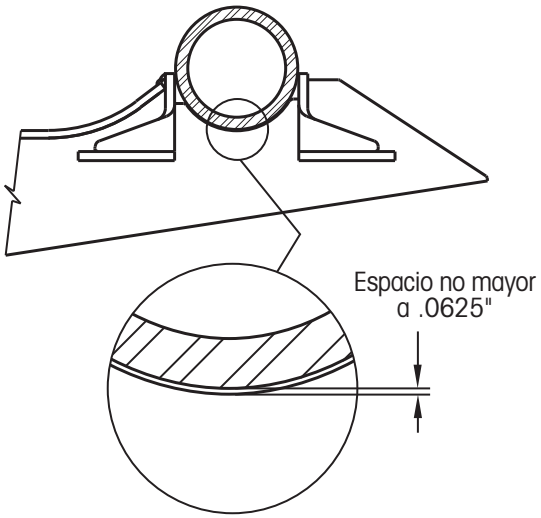

Figura 13. Espacio del asiento del eje
- Al menos un radio de la placa lateral por viga debe estar asentando en el eje (Figura 13).
- Los espacios entre los radios de las placas laterales que no estén asentados y el eje puede ser tanto como $^{1}/_{16}$ pulgada (Figura 13).